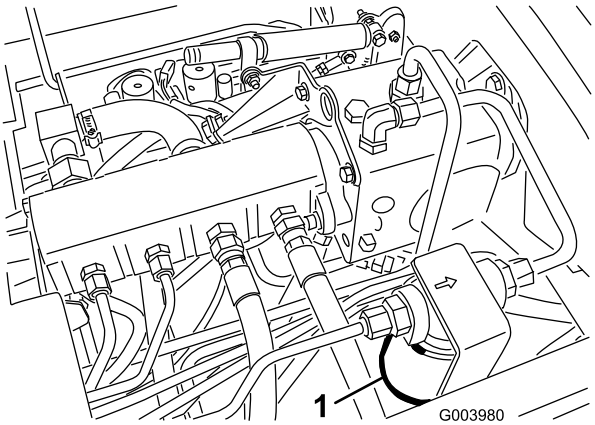
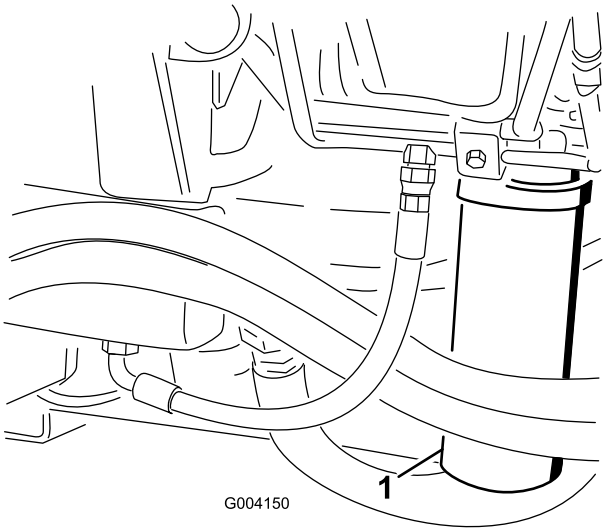

Figur 71
Figur 72
2. Rengjør området rundt der filteret skal festes, og plasser et tappefat under filtrene (Figur 71 og Figur 72).